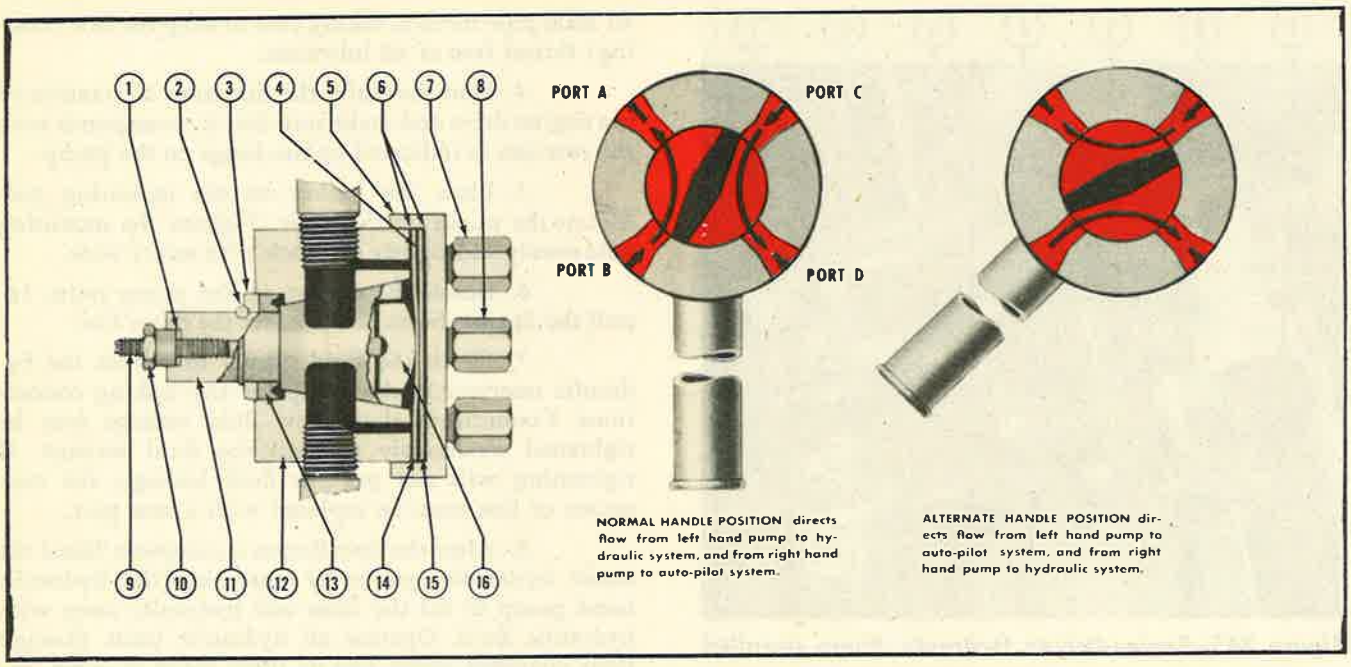

Figure 366—Engine-Driven Hydraulic Pump Selector Valve Assembly—Early Airplanes
(See figure 366.)
(1) Relieve the hydraulic system pressure by operating the wing flaps until the hydraulic system pressure gage indicates "zero."
(2) Disconnect and cap the four hydraulic lines leading to the valve elbows.
(3) Remove the bolts that connect the valve to the hydraulic control panel and remove the valve from the airplane.
(4) Remove the handle assembly from the valve before disassembling the valve.
b. DISASSEMBLY.—Refer to figure 366 for disassembly procedure. Disassembly of the valve should not be undertaken in the field.
4. TEST BEFORE INSTALLATION.—Refer to figure 366 for fluid leak tests.
a. ASSEMBLY.—Refer to figure 366 and observe the following assembly instructions:
(1) If the elbows have been removed from the valve body, tin the male pipe threads with soft solder, Federal Specification No. QQ-S-571, and install in the valve body. Do not screw the elbows into the valve body any more than is necessary or the valve body may be distorted.
(2) Check assembly to see if the holes in the valve body are open to the valve ports. If fittings cover the valve ports, drill a 3/32-inch hole to clear.
(3) Lap the plug into the valve body with fine grinding compound after fittings are in the correct position. Clean the plug and valve body thoroughly to remove all traces of grinding compound. Lubricate the plug with hydraulic fluid, Specification No. AN-VV-O-366, and install in the valve body. The edge of the plug should not extend more than 1/64 inch above the packing recess in the valve body.
(4) Insert the bearing. The convex side of the bearing should not project more than .010 inch above the valve body.
(5) Assemble the diaphragms and gaskets in the order shown on figure 366. The middle gasket should be installed with the slot between the two 5/16-inch studs.
(6) Assemble base on valve body and install studs, washers, and nuts. Set studs in white lead.
(7) Install the plug screw, washer, and nut. Insert the packing cup and washer and secure in place with the lock ring. The washer should extend into the valve body approximately 1/16 inch.
f. When repair of the valve has been completed, reassemble and test for fluid leaks as specified in Test Procedure under figure 366.